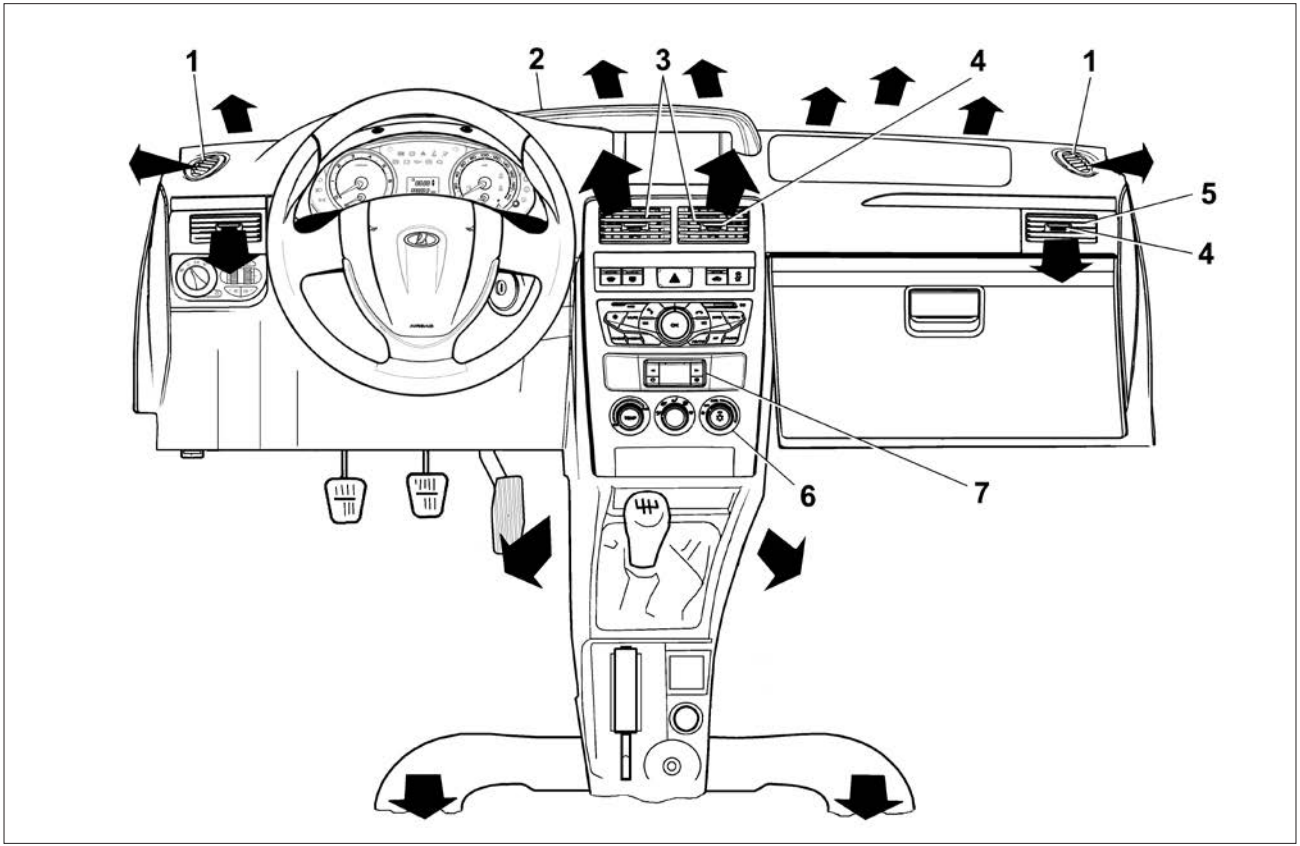

Рис. 68. Органы управления системой вентиляции и отопления салона
Система отопления и вентиляции позволяет поддерживать микроклимат в салоне при любых скоростях движения автомобиля (рис. 68):
– режим вентиляции салона – воздушный поток подается через боковые и центральные сопла вентиляции в зоны дыхания водителя и пассажиров. При установке режима открыть центральные (3) и боковые (5) сопла вентиляции (рис. 68).
– регуляторами управления заслонками сопел **3** и **5**, а также ручками регулировки направления воздушного потока **4** (рис. 68) направить воздух в салон.